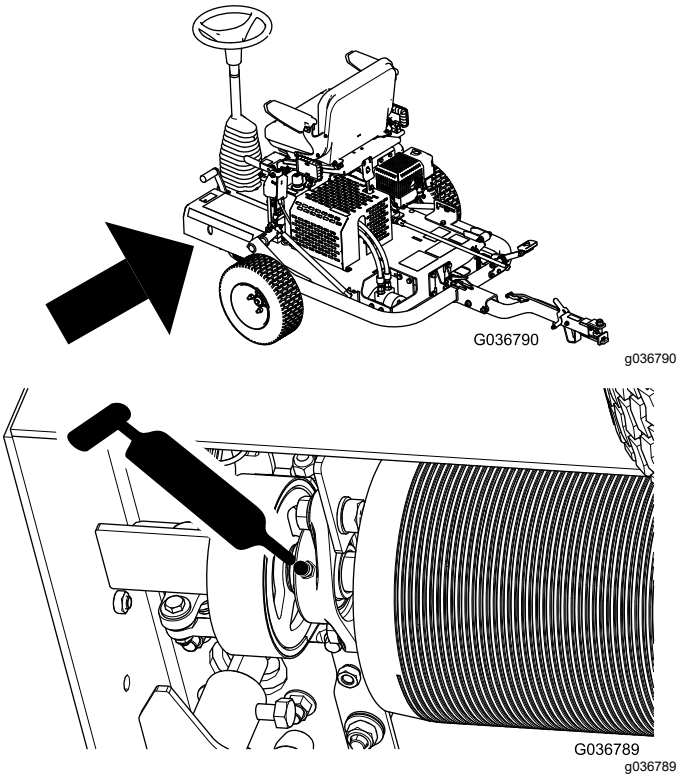

Figuur 26
3. Pomp smeervet in de smeernippel zoals getoond in Figuur 26.